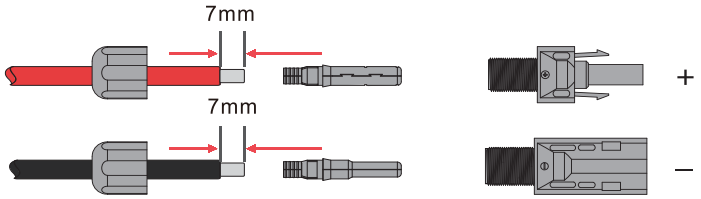

Figura 4.1-1 Cables y enchufes FV
Paso 1. Pele el aislamiento del cable FV 7 mm, desmonte la tuerca de la tapa del conector y pase un cable FV por la tuerca de la tapa del conector. Repita esta operación con todos los cables FV, prestando especial atención a la polaridad del conector, tal y como se muestra en la figura 4.1-1.